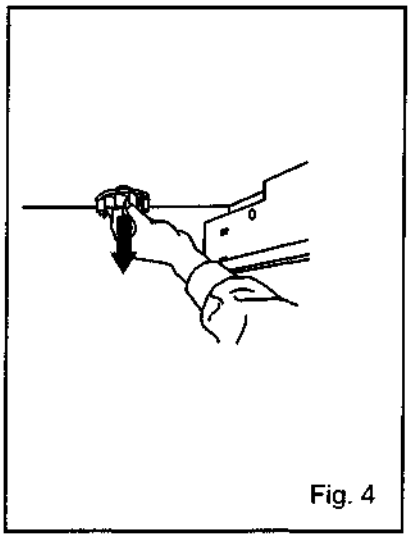

Fig. 4
5. Pull the spring in the center of the fun downwards and remove it as shown in Fig. 4.